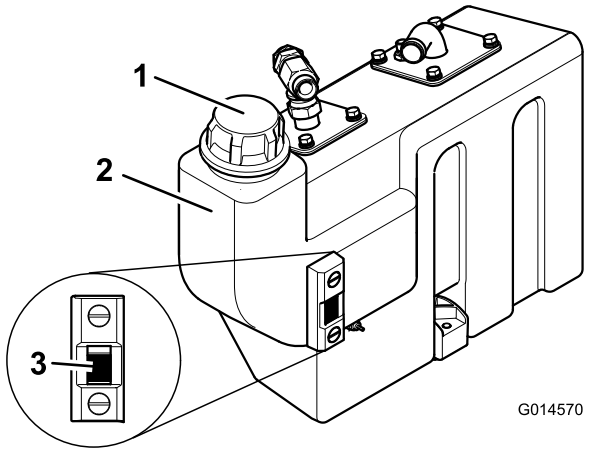

Figura 24
3. Se for necessário óleo hidráulico, limpe área em redor da tampa do depósito hidráulico (Figura 24).